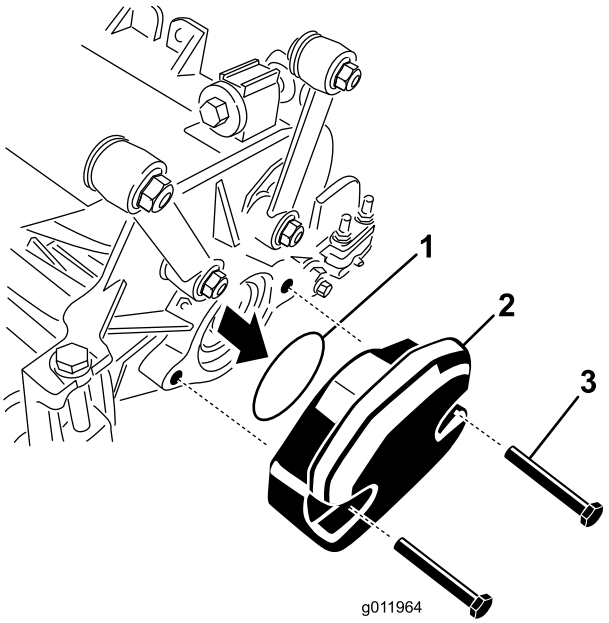

**Figur 23**
2. Fjern vektene og O-ringen (Figur 23) fra innsiden av den høyre klippeenheten.